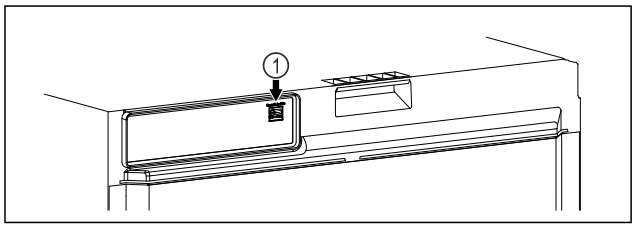

Fig. 119
❑ SmartModule *Fig. 119 (1)* este instalat.